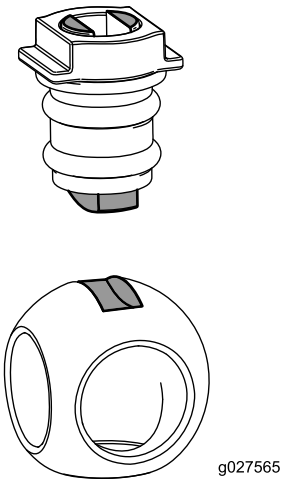

**Figuur 74**
6. Steek de kogel in de klepbehuizing (Figuur 74).
**Opmerking:** De afsluiter moet in de kogelopening passen. Als de afsluiter er niet in past, dient u de locatie van de kogel aan te passen (Figuur 74).